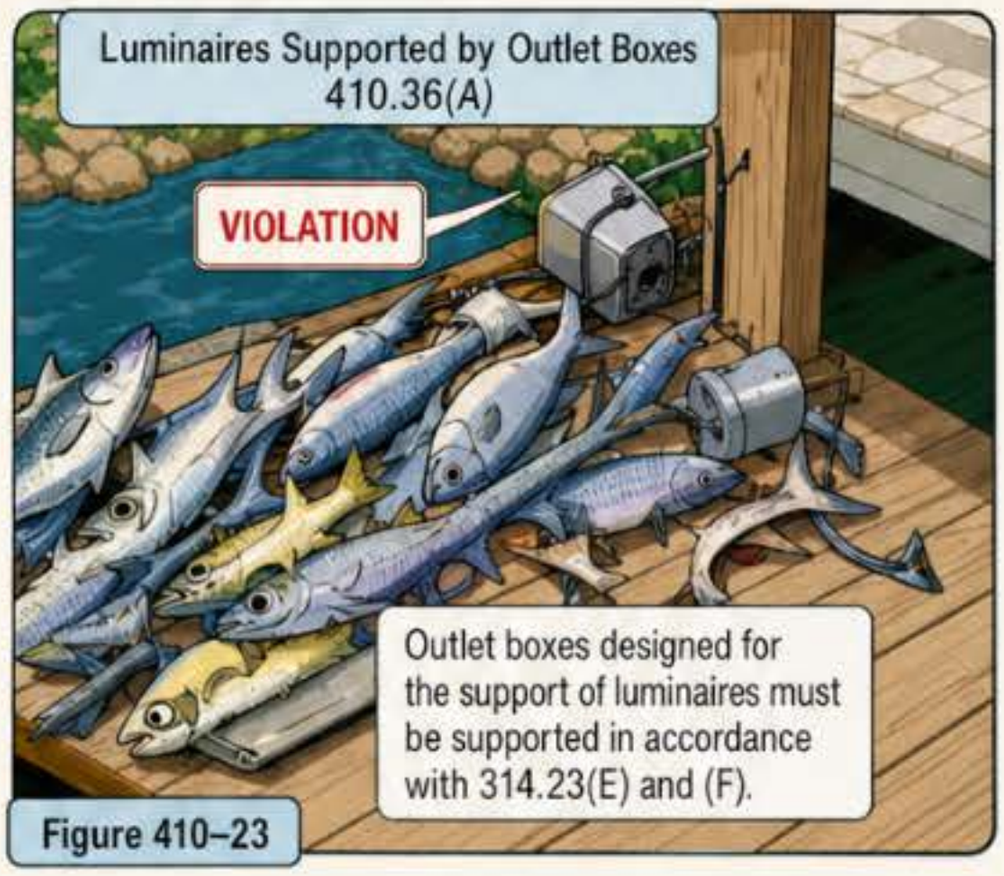

Figure 410–23
▶ Figure 410–23
(1) The outlet boxes or fittings must comply with 314.27(A).
(2) Luminaires can be supported in accordance with 314.27(E).
(3) Outlet boxes complying with 314.27(E) are considered lighting outlets as required by 210.70(A), (B), and (C).
(B) Suspended-Ceiling Framing Members. Framing parts of suspended-ceiling assemblies may be used to support luminaires when those fixtures are firmly fastened to the framing members with screws, bolts, rivets, or clips. Each support shall be clearly identified for this purpose. **Figure 410–24**